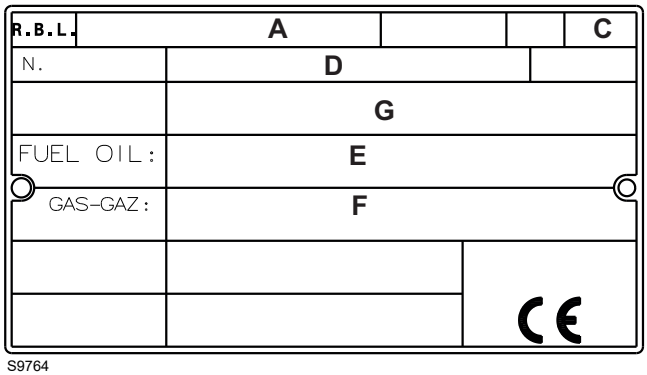

Fig. 12
- the model (**A**)(Fig. 12) of burner;